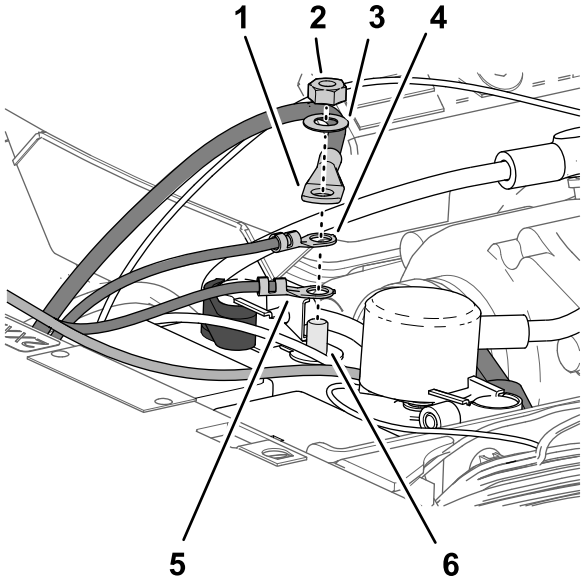

Figur 214
5. Monter følgende lednings- og kabelforbindelser på den gevindskårne stang på batteriets minuspol (Figur 214) i følgende rækkefølge: